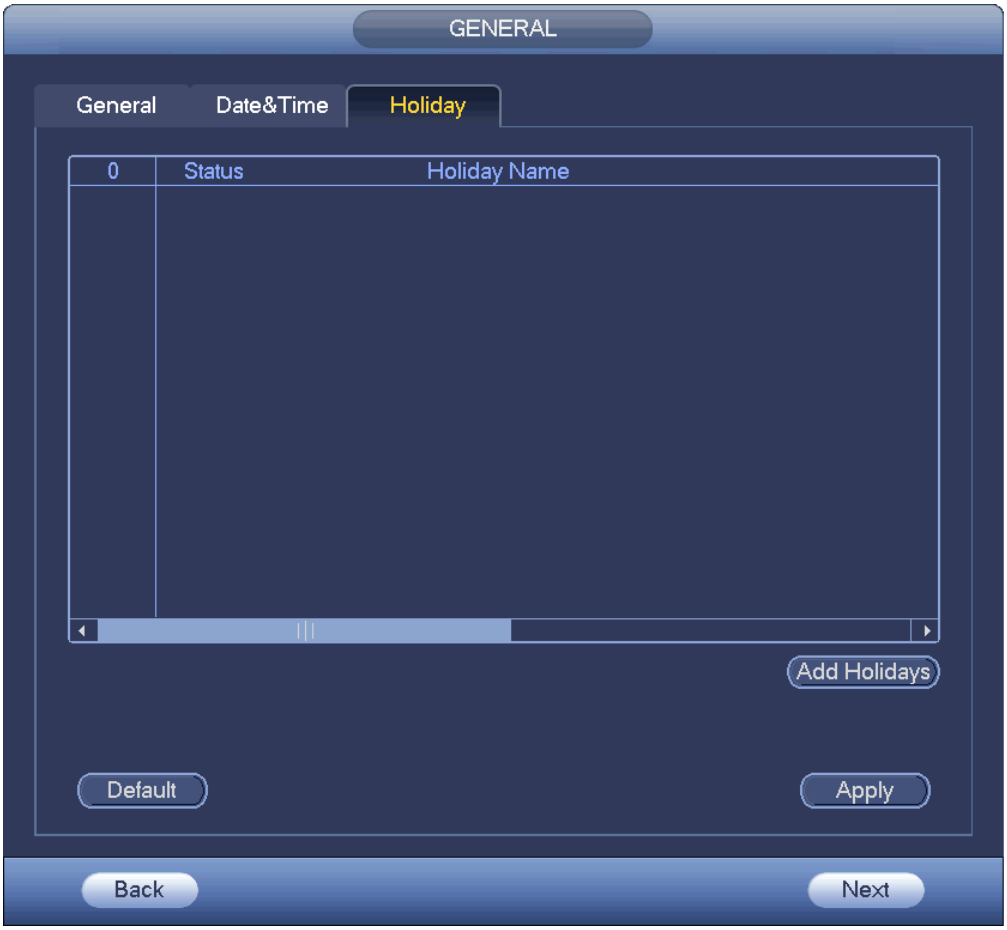

Figure 4-12
Step 2 Click Add new holiday button, device displays the following interface. See Figure 4-12.